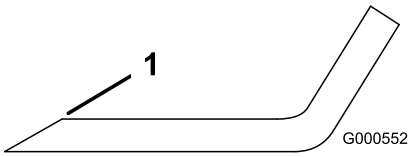
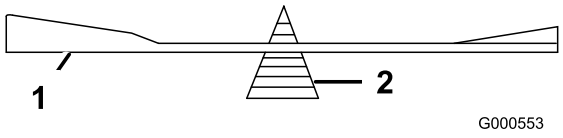

Figure 55
Figure 56
1. Use a file to sharpen the cutting edge at both ends of the blade (Figure 55). Maintain the original angle. The blade retains its balance if the same amount of material is removed from both cutting edges.
2. Check the balance of the blade by putting it on a blade balancer (Figure 56). If the blade stays in a horizontal position, the blade is balanced and can be used. If the blade is not balanced, file some metal off the end of the sail area only (Figure 55). Repeat this procedure until the blade is balanced.